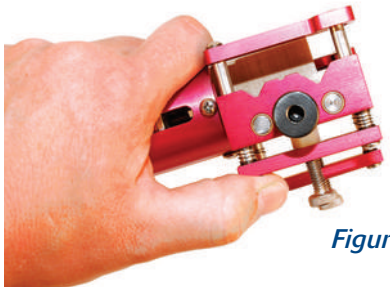
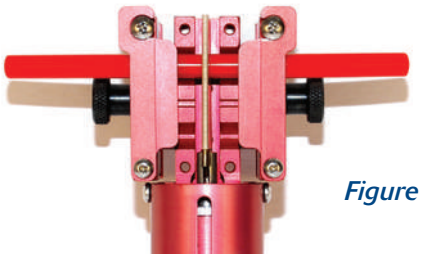

Figure 1
Figure 2
5. While compressing the belt clamp springs (see Figure 1), place both belt ends into belt clamp and tighten belt clamp lock screws. Note: Make sure there are no twists in the belt. Make sure the belt ends are flush against the heater blade (see Figure 2).